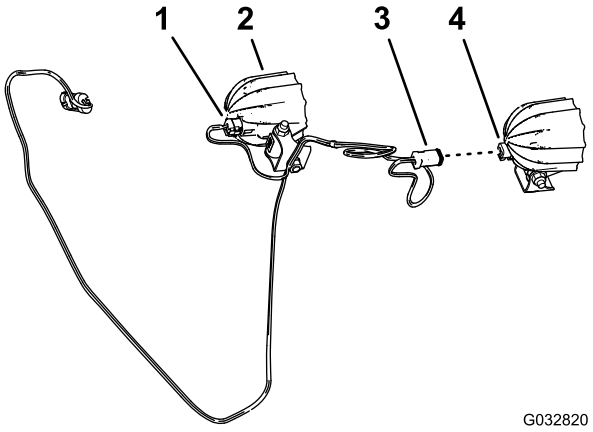

Rysunek 10
1. Podłącz 2-stykowe złącze lampy LED do 2-stykowego złącza gniazdowego wiązki przewodów lampy LED (Rysunek 10).
2. Wykonaj czynność 1 dla drugiej lampy LED oraz drugiego złącza 2-stykowego gniazdowego wiązki przewodów (Rysunek 10).